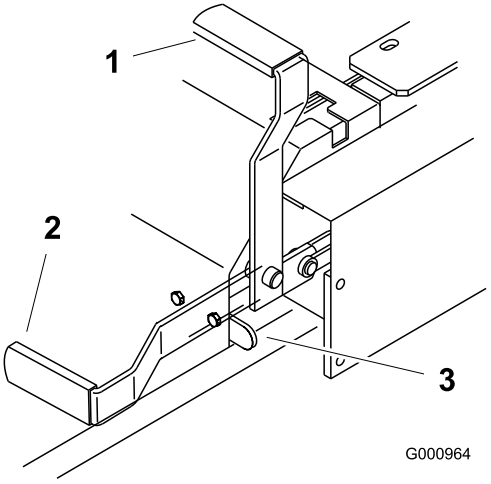

Figuur 11
2. Trek de parkeerrem naar achteren en omhoog om deze in werking te stellen (Figuur 11). De parkeerremhendel moet vast blijven staan op Ingeschakeld.
Duw de parkeerremhendel naar voren en naar beneden om de parkeerrem vrij te zetten (Figuur 11). De parkeerrem is uitgeschakeld en de hendel zit tegen de aanslag van de rem.